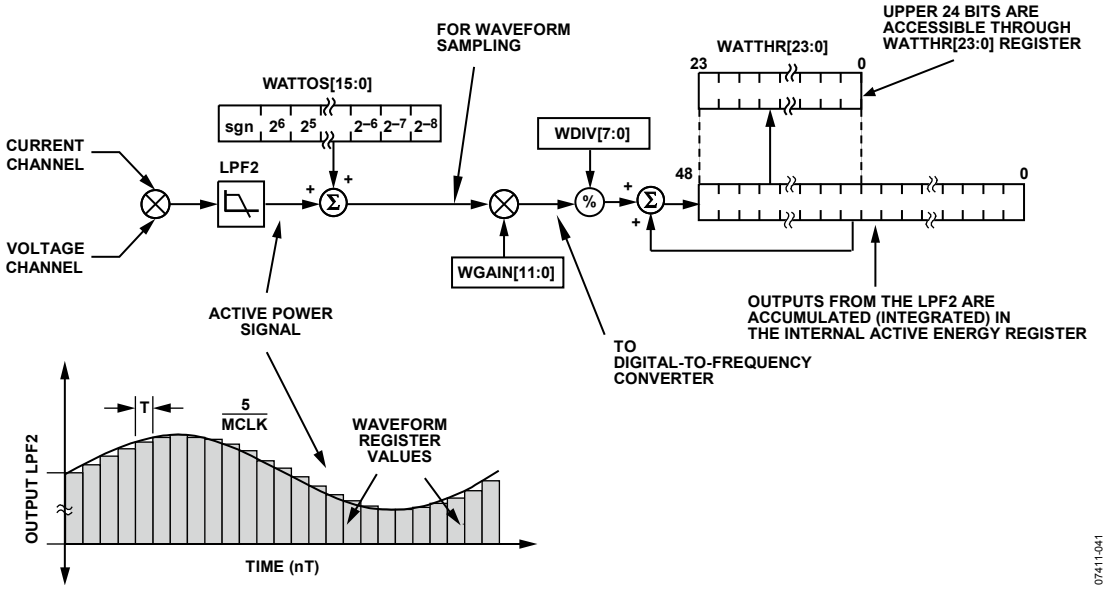

Figure 44. Active Energy Calculation
Figure 44 shows the signal processing chain for the active power calculation in the ADE5166/ADE5169/ADE5566/ADE5569. As explained previously, the active power is calculated by filtering the output of the multiplier with a low-pass filter. Note that when reading the waveform samples from the output of LPF2, the gain of the active energy can be adjusted by using the multiplier and watt gain register (WGAIN[11:0]). The gain is adjusted by writing a twos complement 12-bit word to the watt gain register. Equation 10 shows how the gain adjustment is related to the contents of the watt gain register.
The discrete time sample period (T) for the accumulation register in the ADE5166/ADE5169/ADE5566/ADE5569 is 1.22 µs (5/MCLK). In addition to calculating the energy, this integration removes any sinusoidal components that may be in the active power signal. Figure 44 shows this discrete time integration or accumulation. The active power signal in the waveform register is continuously added to the internal active energy register.
The output of the multiplier is divided by the value in the WDIV register. If the value in the WDIV register is equal to 0, the internal active energy register is divided by 1. WDIV is an 8-bit unsigned register. After dividing by WDIV, the active energy is accumulated in a 49-bit internal energy accumulation register. The upper 24 bits of this register are accessible through a read to the active energy register (WATTHR[23:0]). A read to the RWATTHR register returns the content of the WATTHR register, and the upper 24 bits of the internal register are cleared. As shown in Figure 44, the active power signal is accumulated in an internal 49-bit signed register. The active power signal can be read from the waveform register by setting the WAVMODE register (0x0D) and setting the WFSM bit in the Interrupt Enable 3 SFR (MIRQENH, 0xDB). Like the current and voltage channels waveform sampling modes, the waveform data is available at sample rates of 25.6 kSPS, 12.8 kSPS, 6.4 kSPS, or 3.2 kSPS.